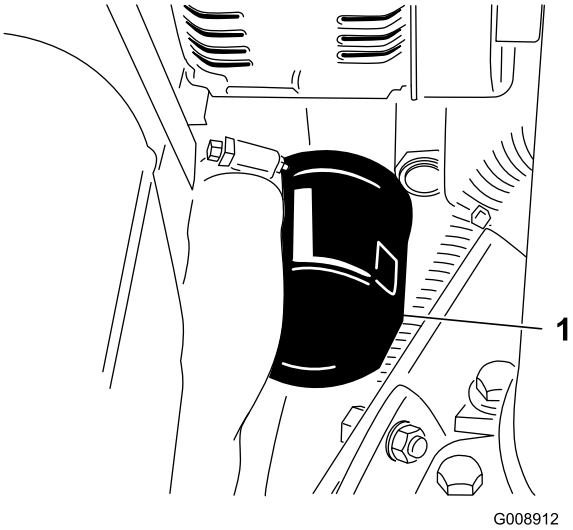

Figur 65
2. Avlägsna oljefiltret (Figur 65).